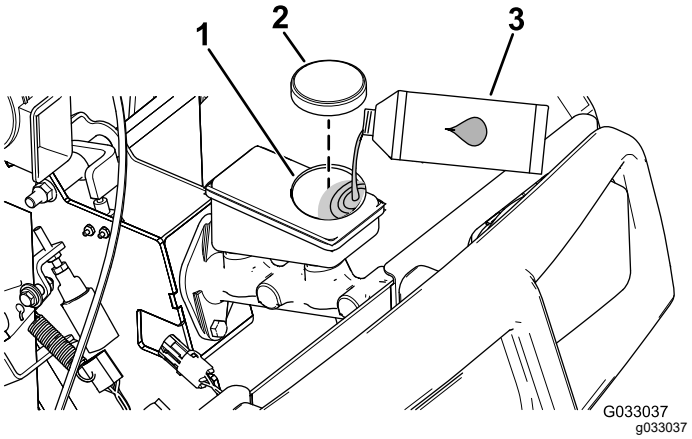

Figur 17
2. Lyft upp motorhuven så att du kommer åt huvudbromscylindern och behållaren (Figur 17).
A. Rengör området kring tanklocket och ta av locket (Figur 17).
C. Sätt tillbaka behållarens lock (Figur 17).